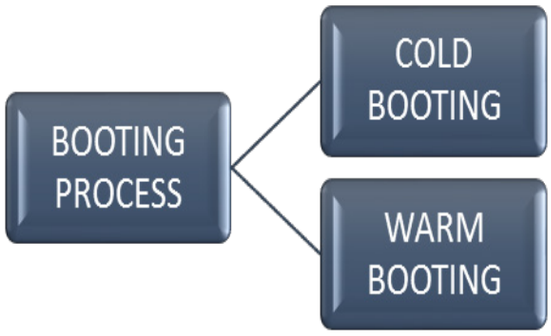

Figure 9.3 : Two types of Booting process
An Operating system (OS) is a basic software that makes the computer to work. When a computer is switched on, there is no information in its RAM. At the same time, in ROM, the pre-written program called POST (Power on Self-Test) will be executed first. This program checks the conditions of the devices like RAM, keyboard, etc., for proper functioning and their readiness for operation. If these devices are ready, then the BIOS (Basic Input Output System) gets executed. This process is called Booting. Thereafter, a program called "Bootstrap Loader" transfers OS from hard disk into main memory. Now, the OS gets loaded (Windows/Linux, etc.,) and will get executed. Booting process is of two types as shown in Figure 9.3.